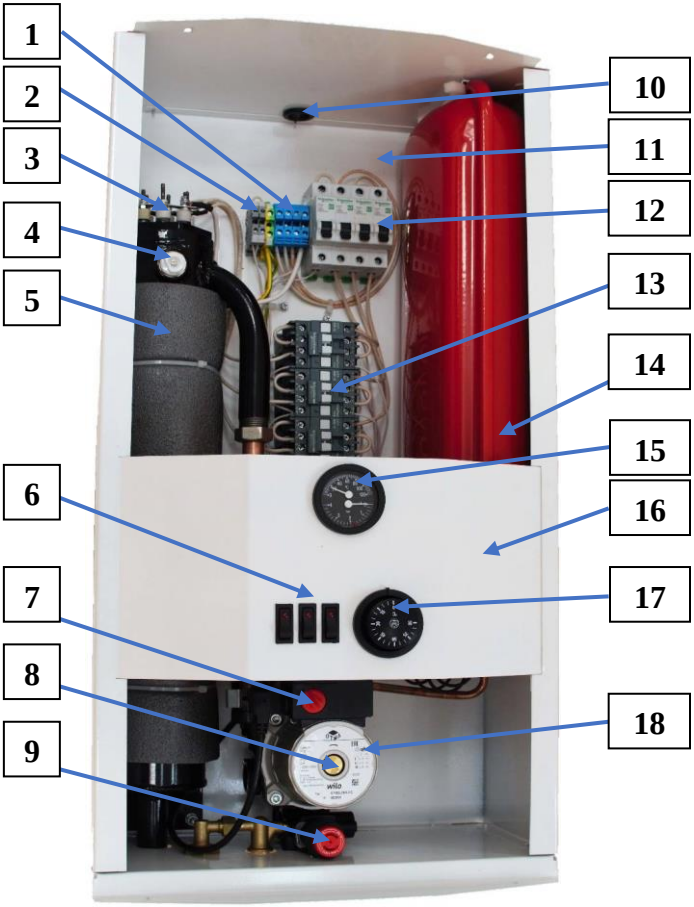

Рисунок 2.
Встроенный воздухоотводный кран Маевского (4) рис.2 установлен в верхней точке котла и служит для удаления воздуха при заполнении системы отопления. Второй воздухоотводчик, предназначенный для удаления воздуха из системы отопления в процессе работы, установлен на насосном блоке.
- завести питающий кабель через отверстие для ввода (10) рис.2, расположенный в верхней части котла, а также при необходимости кабель внешнего (комнатного) терморегулятора;
- подсоединить питающий кабель к клеммным зажимам(1) рис.2, согласно схеме подключения котла к электрической сети (рис. 7);